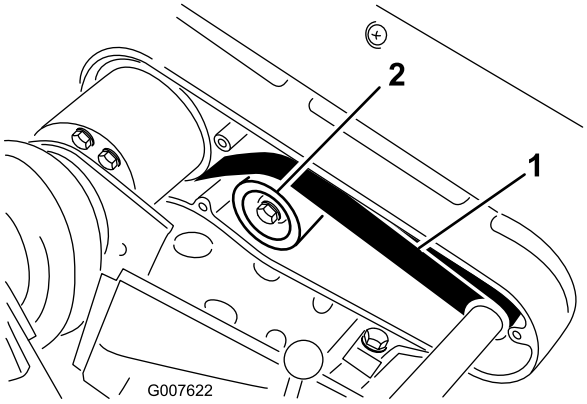

Figur 39
2. Kontrollera spänningen genom att trycka ned remmen mellan de två skivorna (Figur 39) med en kraft på 22–26 N·m.
A. Lossa fästmuttern på mellanremskivan och sväng mellanremskivan medsols mot remmens baksida tills önskad remspänning erhålls (Figur 39).